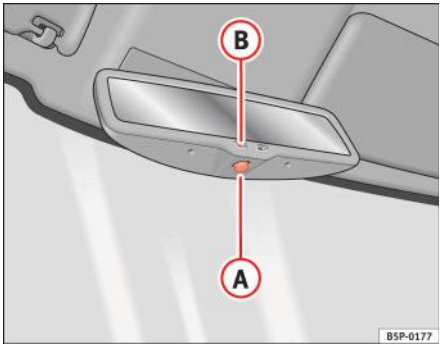

Fig. 84 Oglinda interioară cu funcție de reglare automată antiorbire.
– Apăsați butonul (A) ⇒ fig. 84. Lampa indicatoare (B) se stinge.
– Apăsați butonul (A) ⇒ fig. 84. Lampa de avertizare este aprinsă.